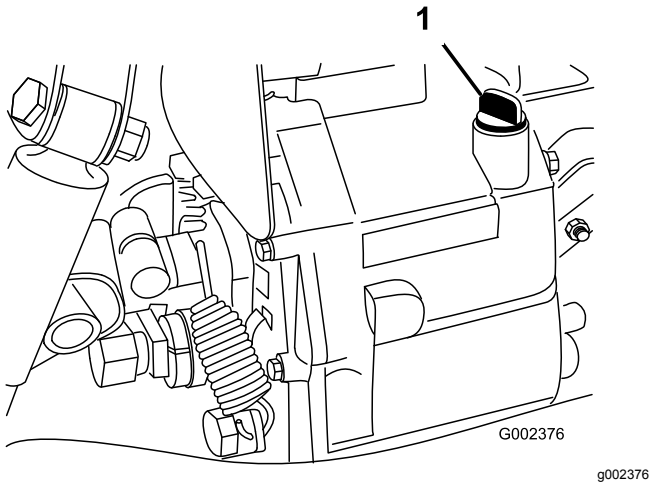

Figur 64
4. Rengjør området rundt peilestaven (Figur 64).